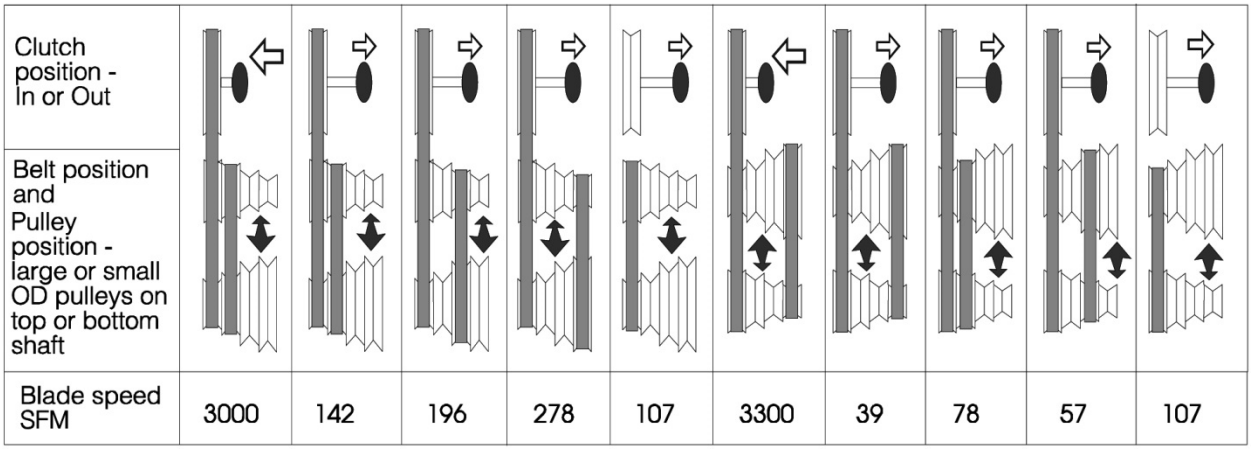

Figure 11: Clutch to Pulley Speed Settings
Refer to Figure 11, below.
10. Install the belts as required (refer to Figure 11).